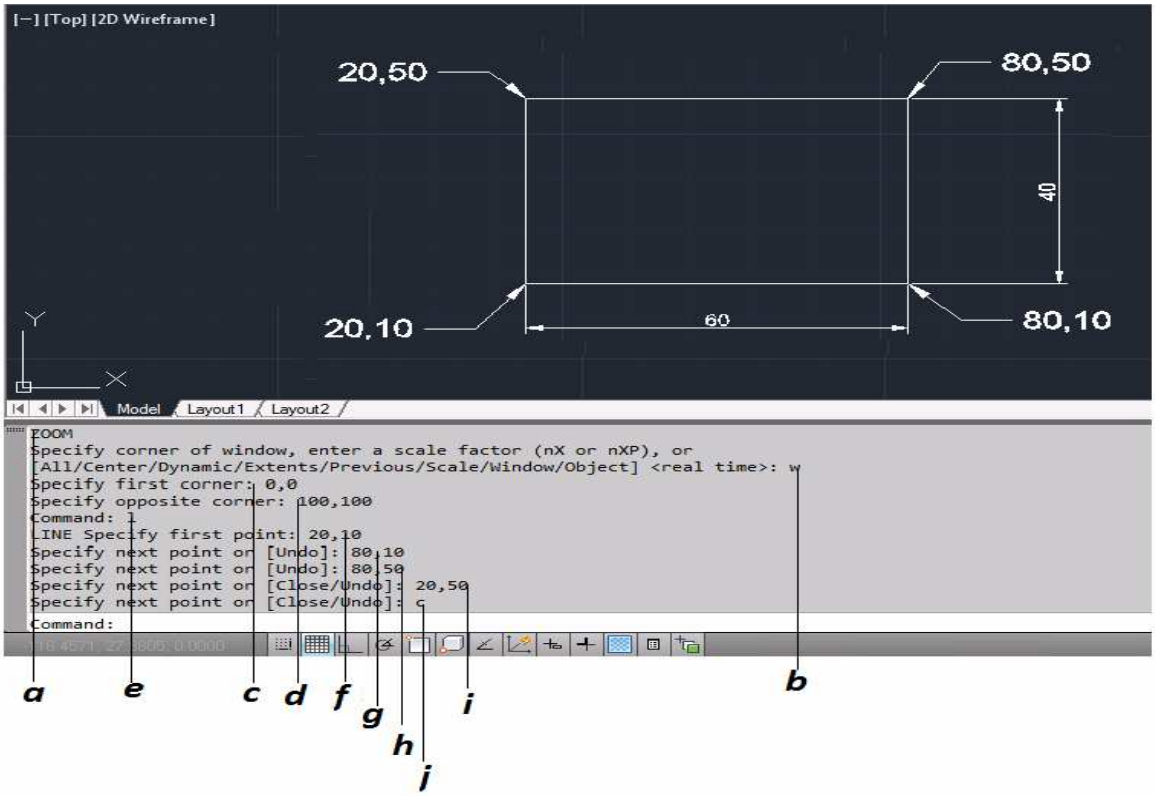

Figura 3.10. Coordenadas absolutas
a. Z para poder activar el comando zoom, se presiona enter *(figura 3.10).*
b. W para indicar que será una ventana, se presionas enter *(figura 3.10).*
c. Se ingresa como 1ª coordenada 0,0, se da enter *(figura 3.10).*
d. Como segunda coordenada se tiene 100,100 y enter nuevamente *(figura 3.10).*
e. L para activar el comando línea *(figura 3.10).*
f. 20,10 será la 1ª coordenada *(figura 3.10).*
g. 80,10 será la 2ª coordenada *(figura 3.10).*
h. 80,50sera la 3ª coordenada *(figura 3.10).*
i. 20,50 será la 4ª coordenada *(figura 3.10).*
j. Finalmente C para unir el último punto con el primero y terminar el cuadro *(figura 3.10).*
Se forma un rectángulo de 60x40 unidades *(figura 3.10).*